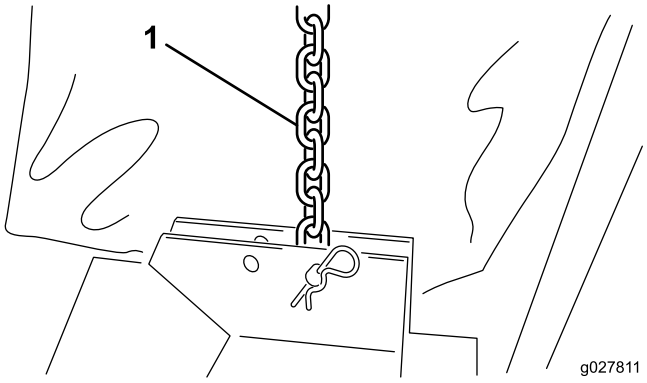

Figura 3
3. Collegate ciascuna catena di sollevamento alla relativa staffa della piattaforma con un cavallotto con perno e una coppiglia (Figura 3).